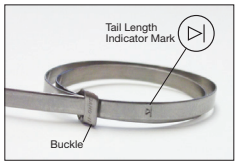

Fig. 3
B. Pull on band until mark (▷|) is within approximately .250 inch (6.4mm) of buckle slot (Figure 3). The band may be tightened further if desired.
NOTE: Prepared band should have this (▷|) mark visible approximately where shown in Figure 3.